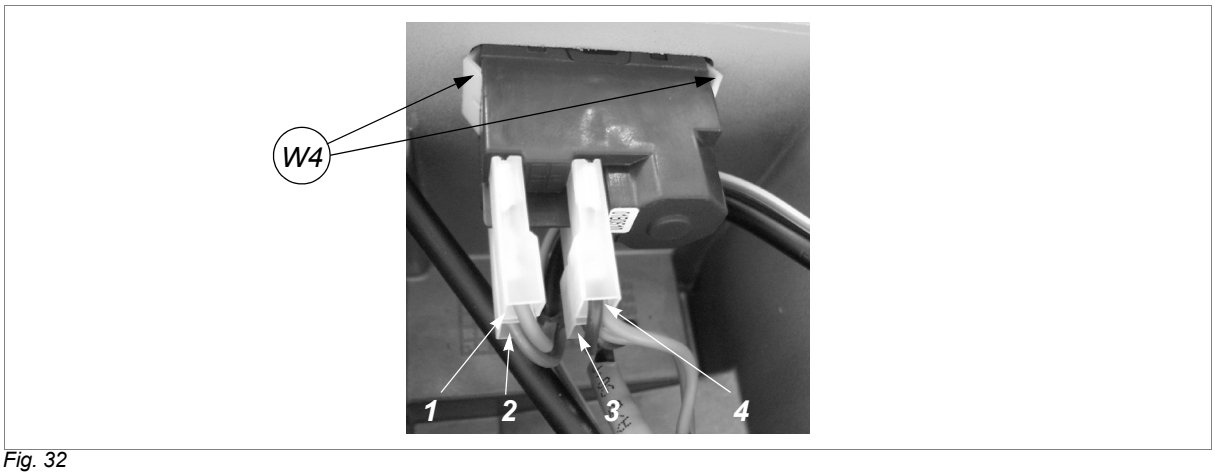

Fig. 32
3) Detach the various connectors (1, 2, 3, 4) paying careful attention to their positions (fig.32).
7) Replace the bottom safety plate and fix with the 7 screws (W) and 2 feet. Fit the swarf tray.